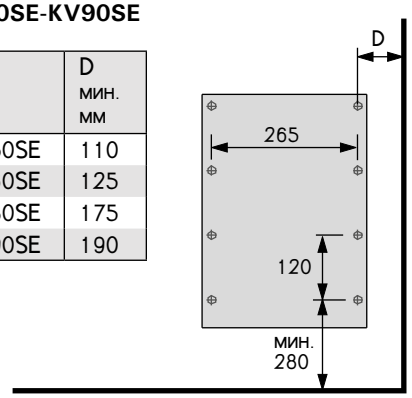

Рисунок 6. Установка креп¸жной рамы (все размеры приведены в миллиметрах)
1. Прикрепите установочный кронштейн к стене винтами, входящими в комплект поставки кронштейна. Соблюдайте безопасные минимальные расстояния, указанные на рисунке 5. Установочные размеры кронштейна показаны на рис. 6.
1. С помощью прилагаемых шурупов прикрепите к стене монтажную раму, соблюдая минимальные расстояния, указанные в таблице 2 и на рис. 5. Установка рамы изображена на рис. 6.